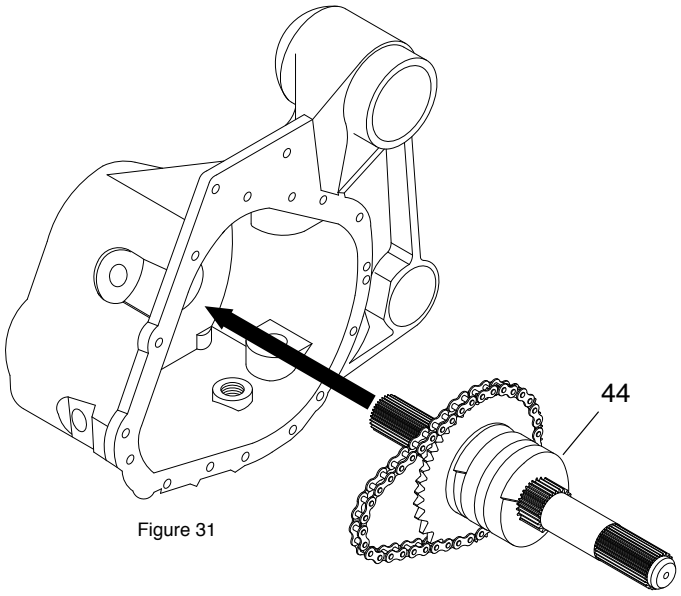

Figure 31
Slide the shaft assembly (item 44) inside the housing, as shown in figure 31. It is possible to use a rubber hammer in order to tap the shaft inside the bearing. DO NOT push completely inside.